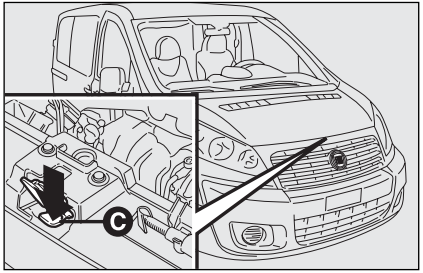

fig. 106 F0P0603m
– press the bonnet lever **C-fig. 106**;